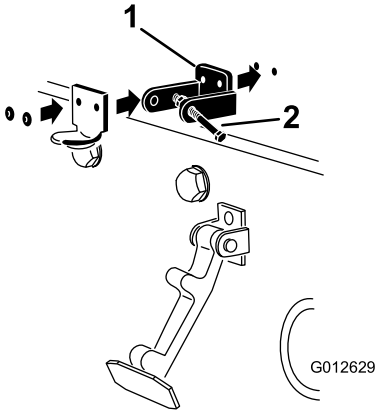

**Figur 8**
3. Når du nivellerer monteringshullerne, skal du placere CE-låsebeslaget og hjelmlåsebeslaget på motorhjelmen. Låsebeslaget skal være placeret mod hjelmen (Figur 8). Fjern ikke samlingsbolt og -møtrik fra låsebeslagets arm.
5. Nit beslagene og låseskiverne fast til hjelmen (Figur 8).